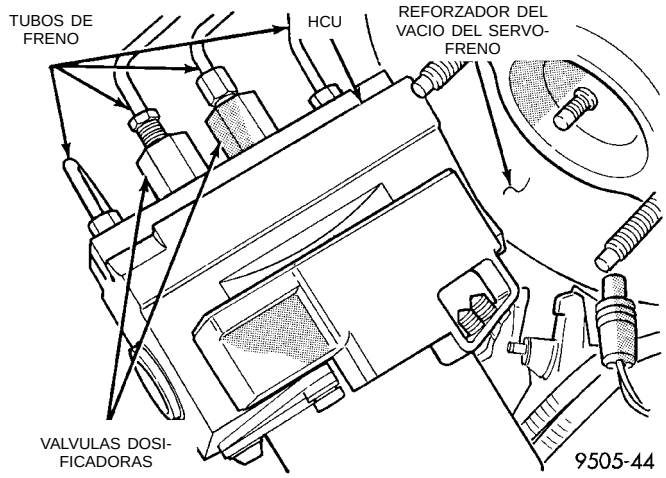
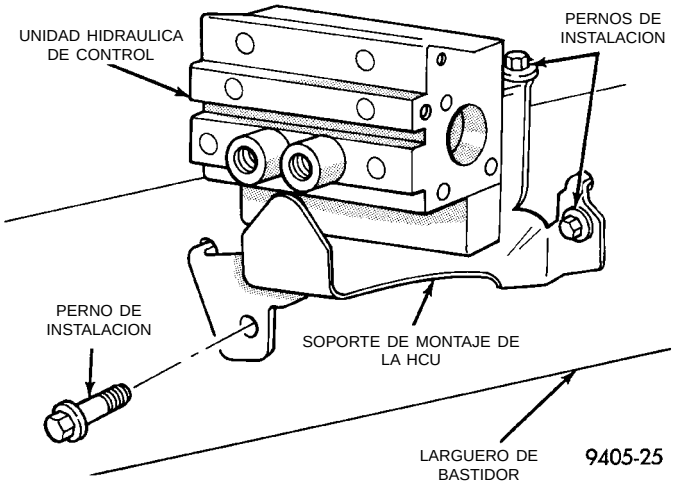

Fig. 17 Conexiones de tubos de freno del chasis a la HCU
Fig. 18 Soporte de montaje de la Unidad hidráulica de control
(9) Retire los tubos de freno del chasis de las válvulas dosificadoras y los orificios de salida de la HCU (Fig. 17).
(10) Eleve el vehículo.
(11) Afloje y retire los 2 pernos que sujetan el soporte de montaje de la HCU al lado del larguero de bastidor delantero (Fig. 18).
(12) Baje el vehículo.
(13) Afloje y retire los pernos que sujetan el soporte de montaje de la HCU a la parte superior del larguero de bastidor (Fig. 18).
(1) Instale la HCU y el soporte de montaje como un conjunto, en el larguero de bastidor delantero izquierdo del vehículo, alineando las lengüetas del soporte de montaje con los orificios en el larguero de bastidor. (Fig. 18).
(2) Instale y apriete apenas el perno que fija el soporte de montaje de la HCU a la parte superior del larguero de bastidor.
(3) Eleve el vehículo.
(4) Instale los 2 pernos que fijan el soporte de montaje de la HCU al lado del larguero de bastidor delantero (Fig. 18). Luego apriete ambos pernos de instalación con una torsión de 28 N·m (200 libras pulgada).
(5) Baje el vehículo.
(6) Apriete el perno que fija el soporte de montaje de la HCU a la parte superior del larguero de bastidor con una torsión de 20 N·m (180 libras pulgada).
(7) Instale los 4 tubos de freno del chasis (Fig. 17) sobre las válvulas dosificadoras y los orificios de salida de la HCU. Apriete las tuercas de los 4 tubos de freno del chasis con una torsión de 17 N·m (145 libras pulgada).